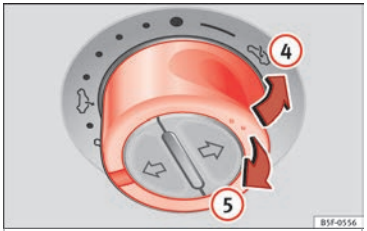

Afb. 14 In de hemelbekleding: druk de schakelaar in en trek eraan om het dak omhoog en omlaag te brengen.
- Omhoogklappen: schakelaar in stand ››› **afb. 14** (4) duwen. Voor een tussenstand de schakelaar blijven bedienen tot de gewenste stand is bereikt.
- Omlaag brengen: schakelaar in stand ››› **afb. 14** (5) trekken. Voor een tussenstand de schakelaar blijven bedienen tot de gewenste stand is bereikt.